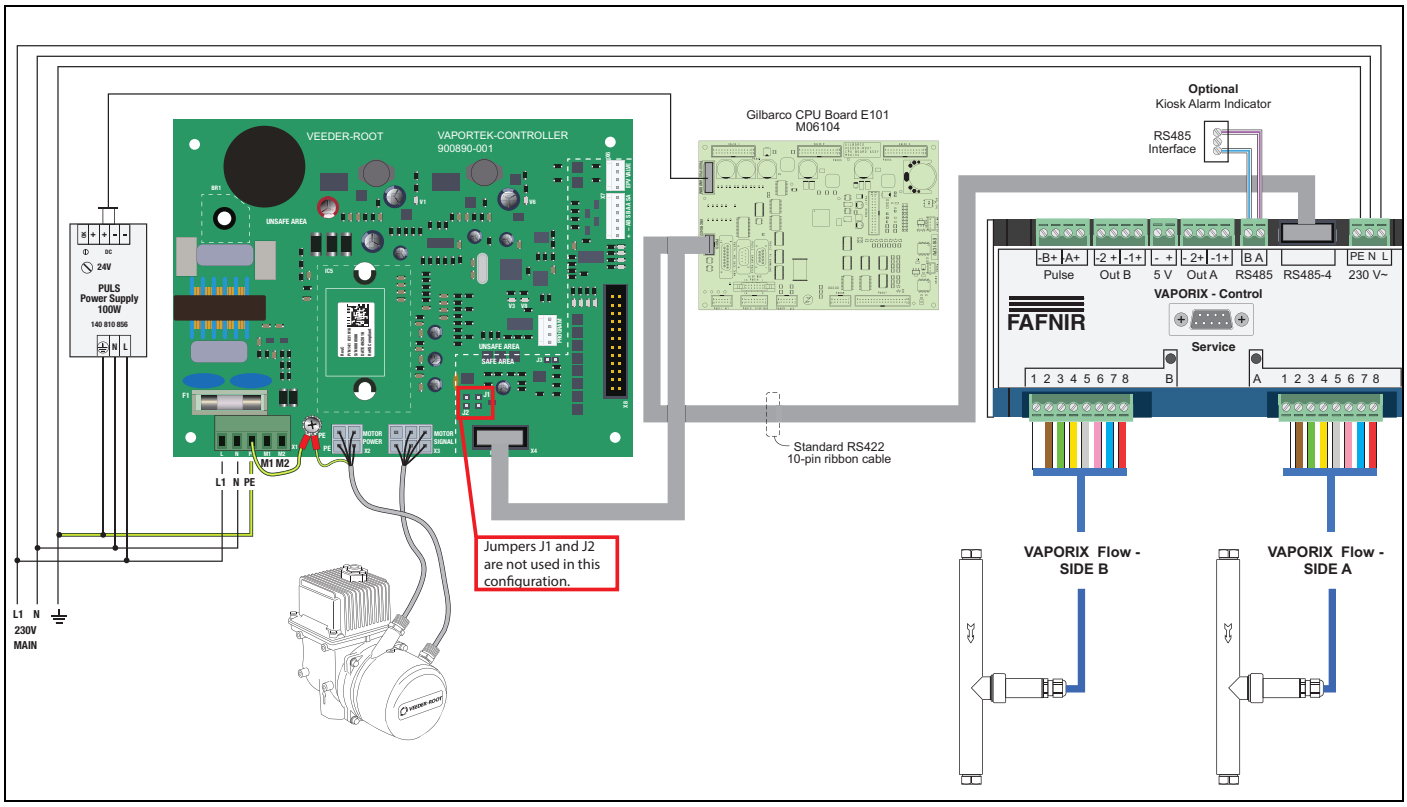

Figure 18. VaporTEK System – Serial Connection and Monitoring Using RS422 – Interface with Re-regulation Function.
All information like fuel flow, Monitoring status and re-regulation will be exchanged using a 10-pin standard ribbon cable (see Figure 18).
c. A High Voltage source (110-230VAC) is connected to the M1 on the VaporTEK Controller through all the relay circuits on Side A (See Figure 18 for high voltage relay wiring diagrams).